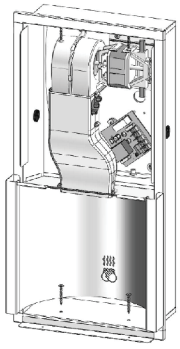

Abb. 6
7. Mit 4,2 x 32 mm großen Blechflachkopfschrauben (nicht mitgeliefert) befestigen. Bei der Verwendung von Flachkopfschrauben Unterlegscheiben hinzufügen, um die Keramikoberfläche anzuheben und die Lücke zwischen Keramikoberfläche und runder Grundplatte zu verkleinern. (Siehe Abb. 6)